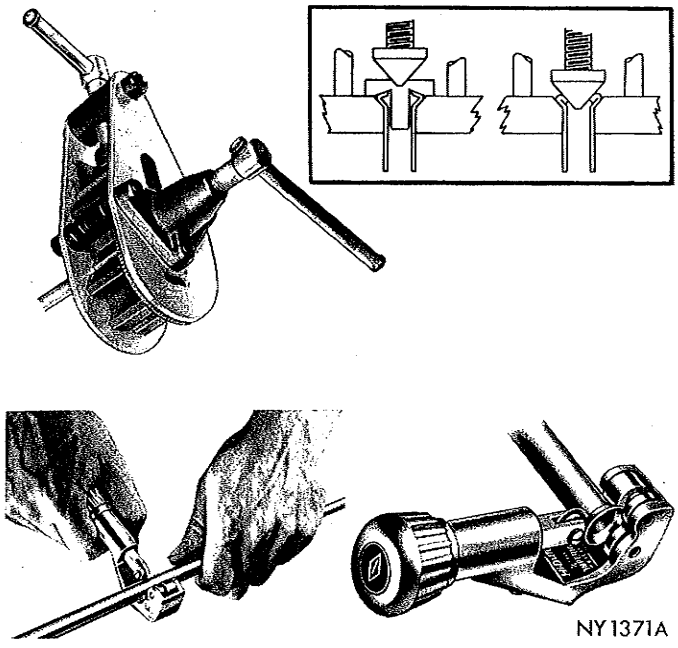

*Fig. 3—Cutting and Flaring Steel Tubing*
(1) Using Tool C-3478, cut off damaged seat or damaged tubing (Fig. 3).
(2) Ream out any burred or rough edges showing
(3) To flare tubing open handles of flaring Tool C-3838 and rotate jaws of tool until the mating jaws of tubing size are centered in area between vertical posts.
(4) Slowly close handles with tubing inserted in jaws but do not apply heavy pressure to handle as this will lock tubing in place.
(5) Place gauge "Form A" on edge over end of tubing and push tubing through jaws until end of tubing contacts the recessed notch of gauge matching the size of tubing (Fig. 3).
(6) Squeeze handles of flaring tool and lock tubing in place.
(7) Place proper sized plug of gauge "A" down in end of tubing. Swing compression disc over gauge and center tapered flaring screw in recess of disc.
(8) Lubricate taper of flaring screw and screw in until plug gauge has seated on jaws of flaring tool. This action has started to invert the extended end of the tubing.
(9) Remove gauge and apply lubricant to tapered end of flaring screw and continue to screw down until tool is firmly seated in tubing.
(10) Remove tubing from flaring tool and inspect seat.